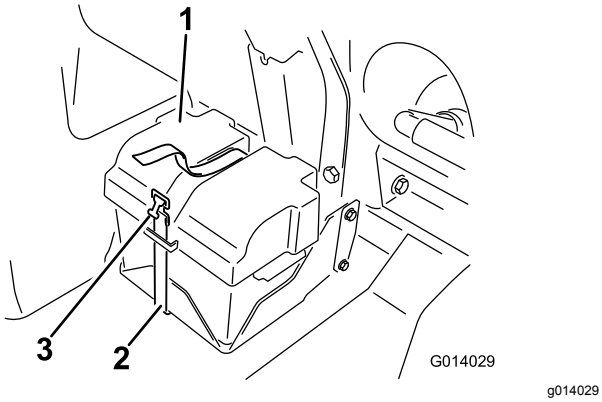

Рисунок 79
2. Снимите крышку аккумуляторной батареи и отсоедините отрицательный (черный, «земля») кабель от клеммы аккумуляторной батареи (Рисунок 79).
4. Установите крышку аккумулятора и закрепите ее хомутом, снятым ранее (Рисунок 79).